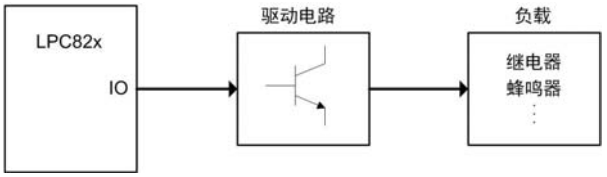

图 2.18　使用驱动电路减小 I/O 扇出
- 避免 I/O 口直接驱动大电流，使用三极管或逻辑芯片间接驱动，详见图 2.18；